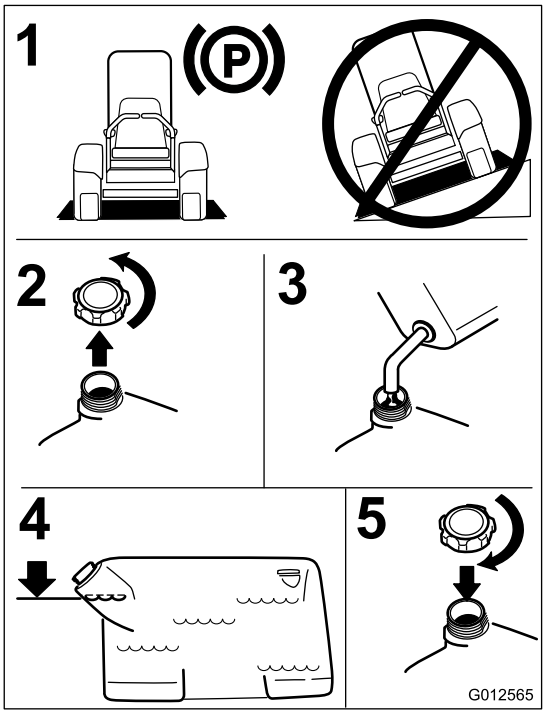

Figur 7
4. Fyll drivstoff på tanken til nivået når opp til bunnen av påfyllingshalsen. Påse at det er nok tomrom i tanken til å gi bensinen plass til å utvide seg (Figur 7).